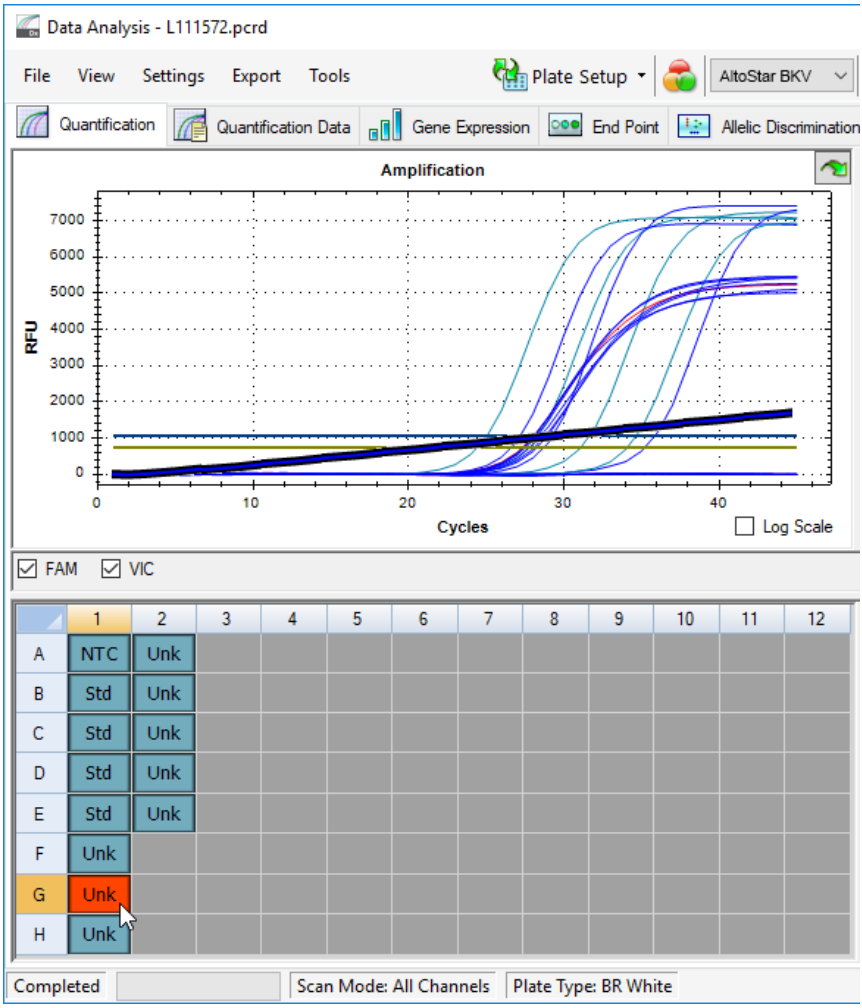

Figure 6: Fenêtre Data Analysis (Analyse des données) : signal PCR irrégulier
2. Identifiez les puits présentant des signaux PCR irréguliers (augmentation linéaire du signal, pics de signal, etc.) dans l'un des canaux de détection FAM™ (cible BKV) et VIC™ (IC) (voir la figure 6).